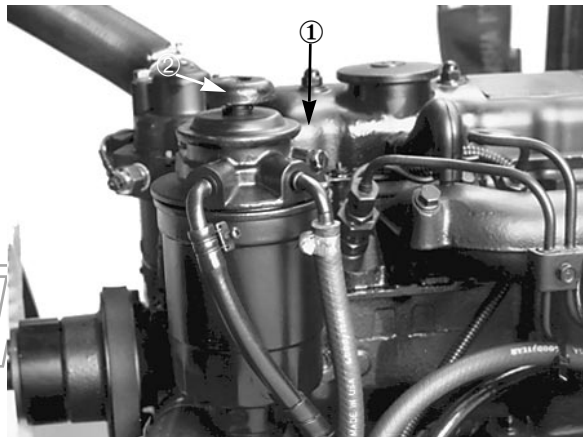

Afbeelding 12
2. Draai de ontluchtingsplug van het brandstoffilter een toer los (Afb. 12). Draai het ontluchtingspompje (Afb. 12) totdat er een constante straal brandstof uit het gaatje in de plug komt. Als de brandstof niet meer schuimt moet u de plug vastdraaien tijdens de neergaande slag van het ontluchtingspompje. Veeg eventueel gemorste brandstof weg.